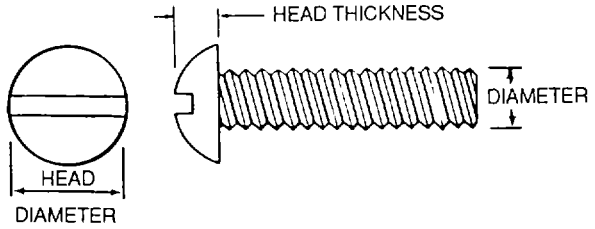

Figure 2-41. Round-Head Machine Screw
f. Electrical Screws. Use round-head machine screws, AN508, as shown in figure 2-41, for electrical use in such application as instrument installations where nonmagnetic qualities are desired.